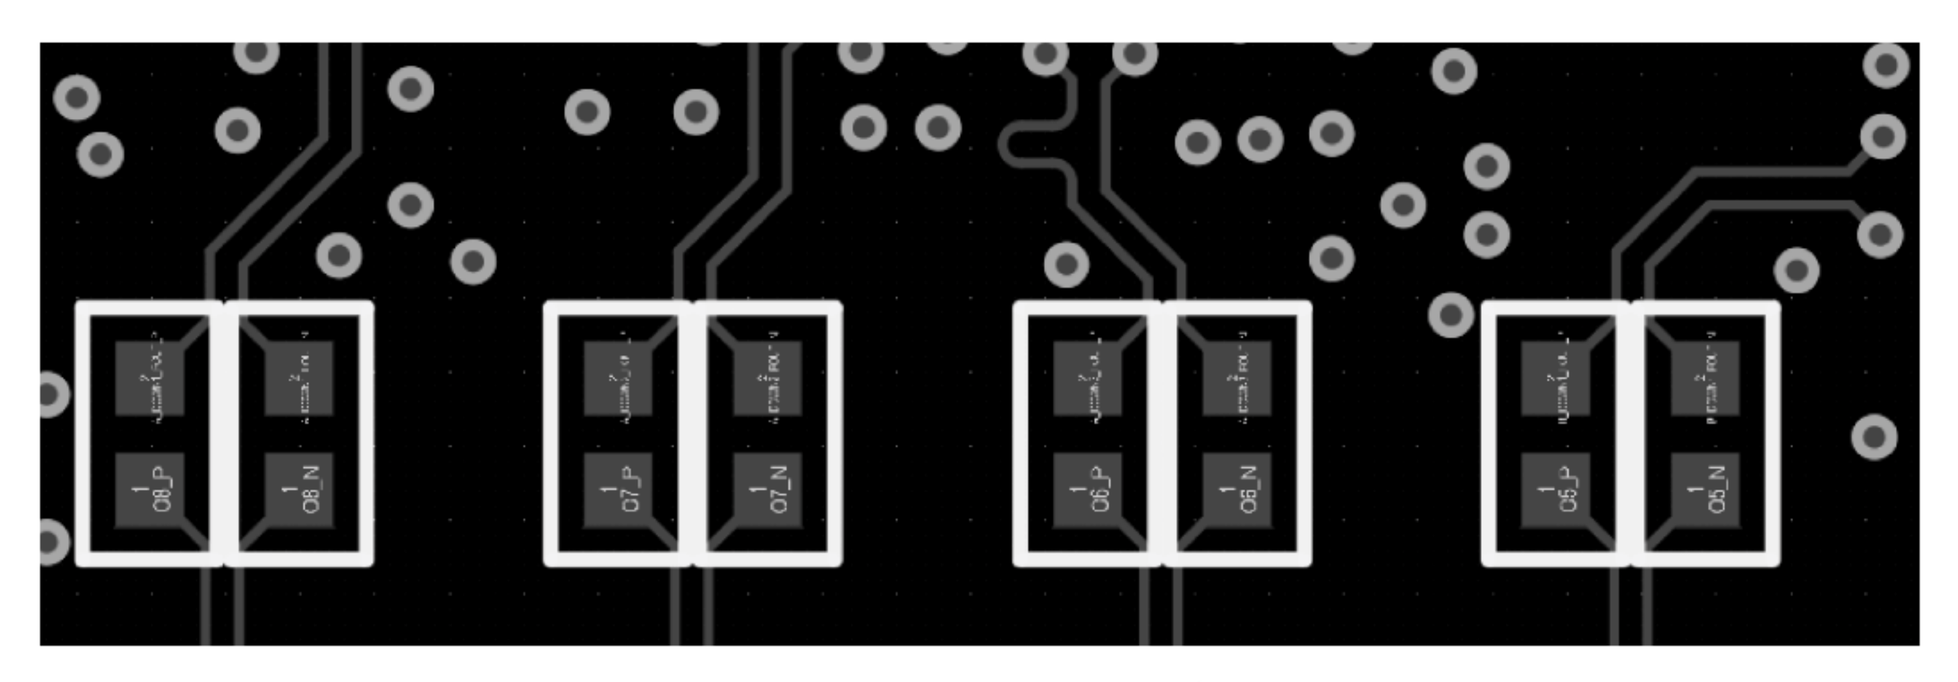

图 8-32　匹配电阻的摆放
② 若是存在匹配电阻,要求电阻必须并排摆放,如图 8-32 所示。